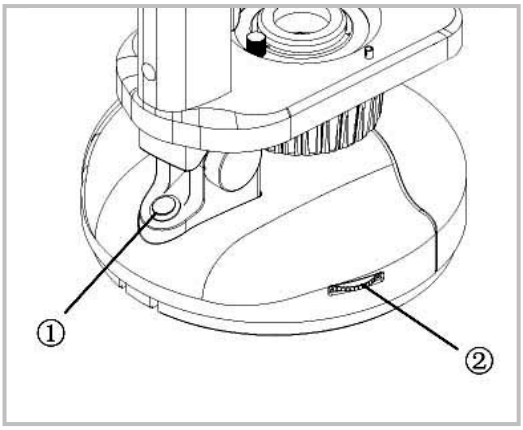

Fig. 8
**Adjusting the Bottom Illumination (Fig. 8)**